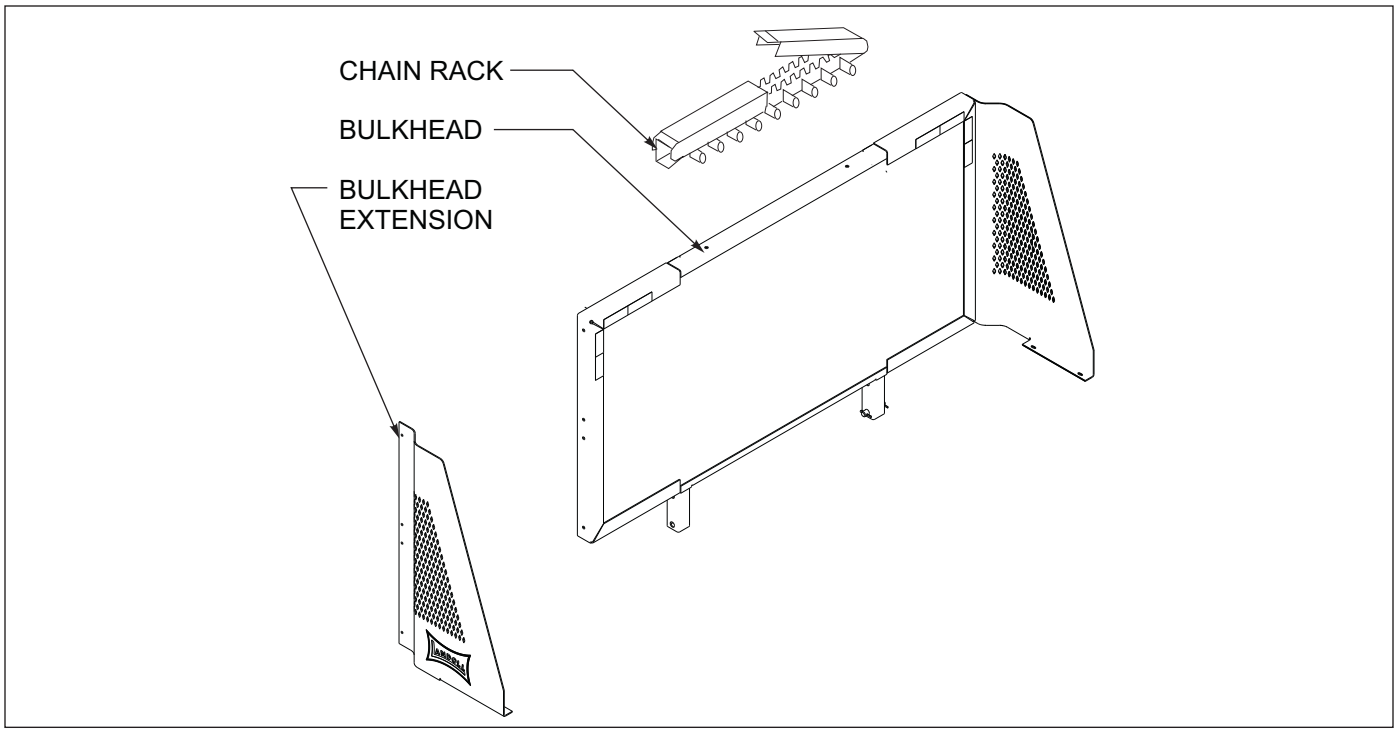

Figure 3-11: Bulkhead (Option)
1. Optional bulkheads may come with or without chain racks. To remove a bulkhead, disconnect the electrical harness (if work lights are present), remove retaining pins holding the bulkhead into the pockets on the semitrailer front and bolts and nuts attaching the bulkhead extensions and supports to the deck, and lift the bulkhead off (*See Figure 3-11*.)